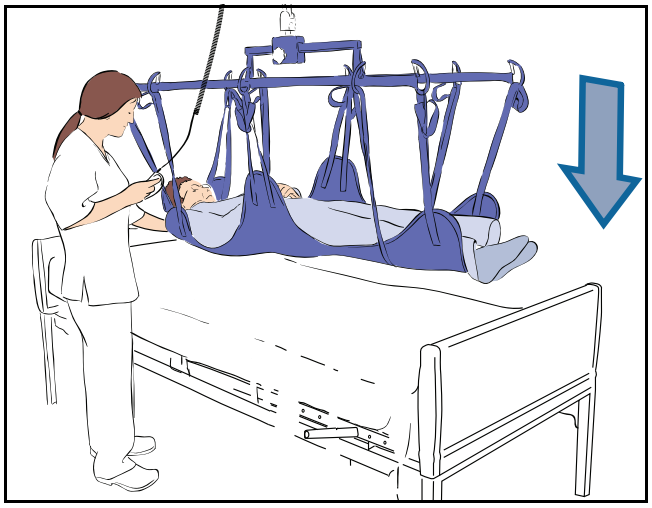

Fig. 16
10) Sænk plejemodtageren ned på den nye placering (se Fig. 16).